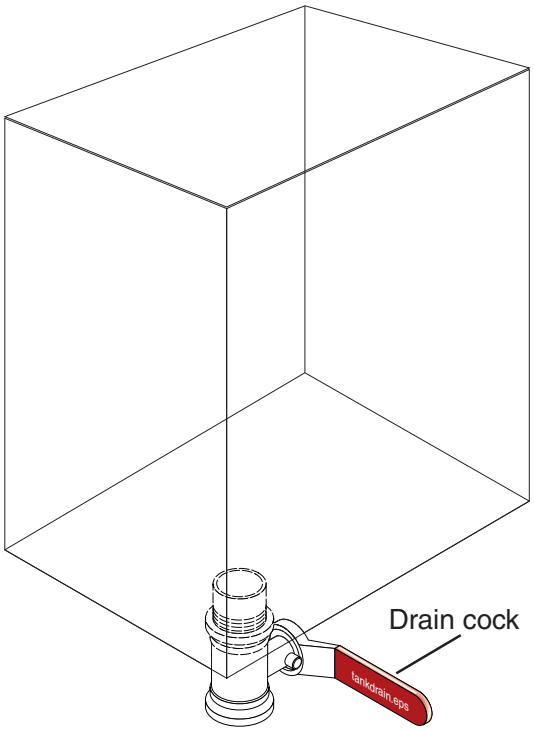

Figure 35
3. Drain the old oil into barrels or another waste oil receptacle. The oil can be pumped out of the inspection cover on the top of the tank or drained out of the bottom of the tank (Figure 35).
6. Change the main return filter before restarting the unit (Figure 35).